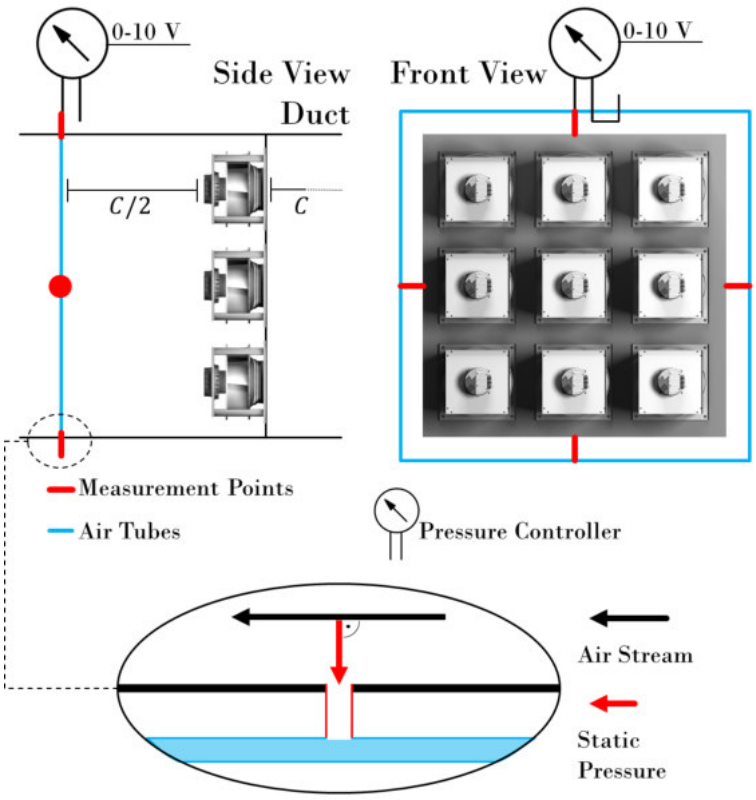

Figure 15: Measurement of the Static Pressure
Constant Pressure Control is applied in cases where a System must maintain a specific Static Pressure at various Operating Points. In Fig. 15 the components to set-up a Rosenberg EC-FanGrid have been indicated, which connect to a remote 'Static Pressure Transducer with Controller'.
Fig. 15 shows a typical setup for an excess pressure control. The Duct has (4) measurement points, at the mid-point of each side. This protocol is supported through DIN EN ISO 5801:2008(D), page 34. In Addition this Standard recommends maintaining a minimum distance of C respectively $C/2$ between the measurement point and the outlet (Excess/Positive Pressure Control) or Inlet (Negative Pressure Control) of the Fan. C for the calculation refers to the Duct Diameter. The diameter of a rectangular or square duct is the square-root of the duct height and width. Precisely it is $C = \sqrt{a^2 + b^2}$. The configuration, which was tested in the laboratory got a square 1,89x1,89 m (6.2x6.2 ft.) duct. The equation leads in the example to $C = \sqrt{1,89\ m^2 + 1,89\ m^2} = 2,67\ m$ and $C/2 = 1,34\ m$. In practice, this is a good initial value. However in cases, where it is not possible to hold the recommended distance, this value must be reduced. Rosenberg is able to give individual recommendations for the asking. The reason for the distance is to try to avoid to measure at turbulent air flows, which are existent direct before and after the Fans.
Again regarding accuracy – the measurement tubes must be mounted perpendicular to the Air Stream as indicated in Fig. 15. If the tubes are not accurate perpendicular, the readings will provide shares of Dynamic instead of pure Static Pressure readings. This will result in wrong Operating Points.